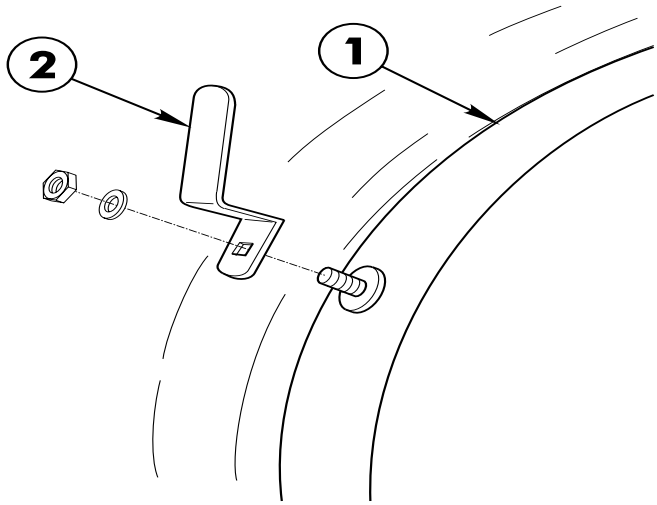

FIG. 1
1. Remove the rubber protective cap from the carriage bolt which protrudes from the rear Tank Band. See FIG. 1.